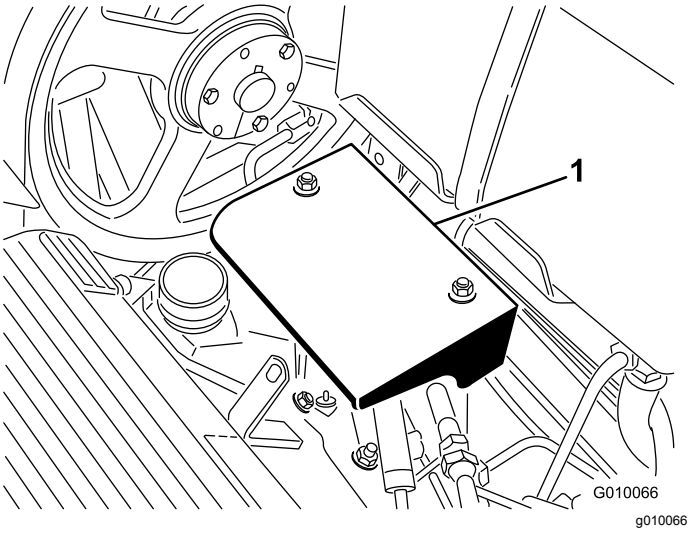

Figuur 57
3. Draai de 2 montagemoeren van het scherm van de pomp los en verwijder het scherm (Figuur 57).